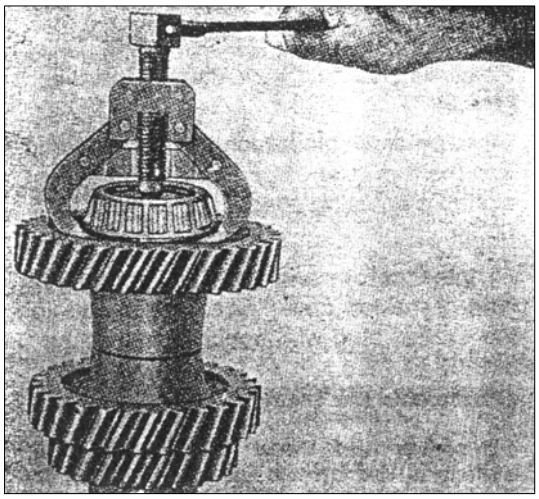

РИС. 230
1) Пометьте внутренние кольца обоих конических подшипников перед тем, как снимать их с промежуточного вала, чтобы потом поставить их на прежнее место. Используйте спец. инструмент № 250 5580 3101 для снятия колец (см. рис. 230).